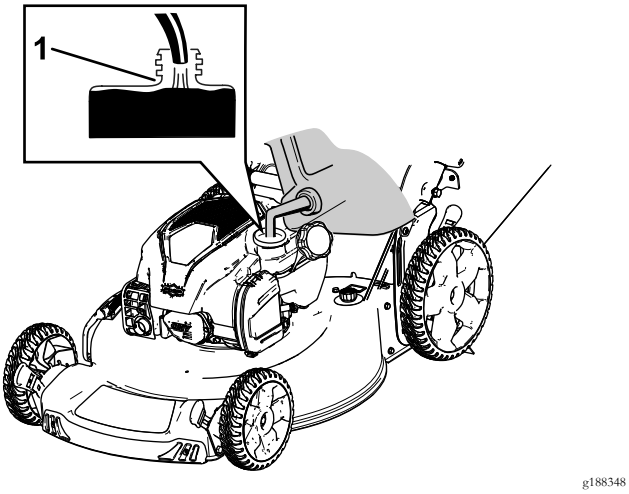

**Rysunek 11**
2. Wyjmij wskaźnik poziomu, obracając jego korek w lewo i wyciągając go (Rysunek 11).
5. Odczytaj poziom oleju na wskaźniku (Rysunek 11).